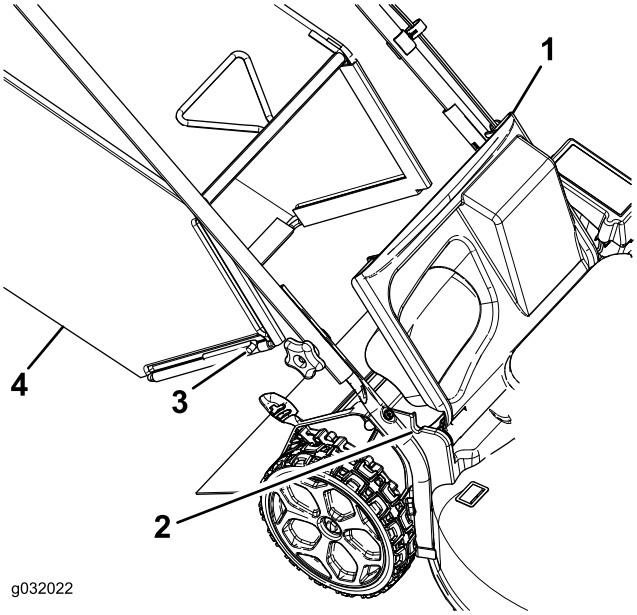

**Figur 20**
1. Lyft upp den bakre gräsriktaren (Figur 20).
2. För in gräsuppsamlarens stångändar i spåren på handtagsfästena (Figur 20).